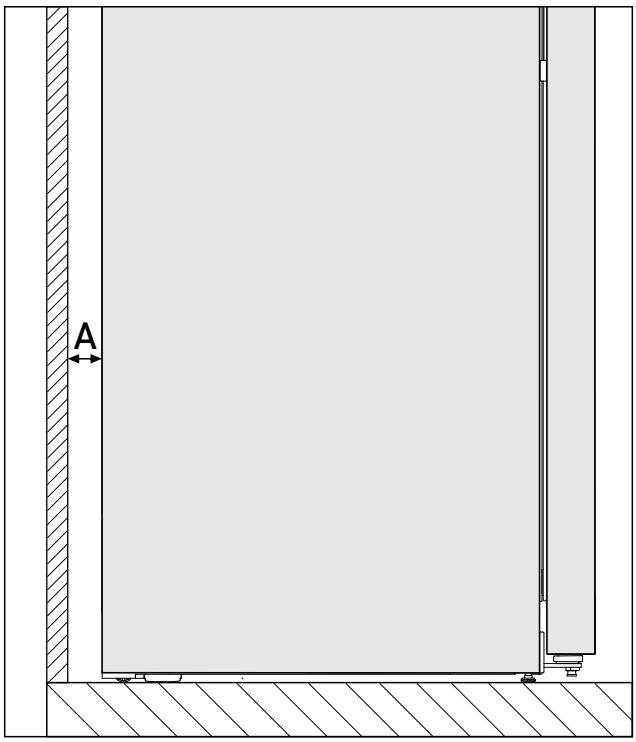

*Fig. 2 **
Consumul de energie a fost determinat cu o distanță față de pereți *Fig. 2 (A)* între partea posterioară a aparatului și perete. Dacă distanța față de perete este mai mică de *Fig. 2 (A)*, acest lucru nu are nicio influență asupra funcționalității aparatului, însă se mărește nesemnificativ la o distanță față de pereți mai redusă a consumului de energie.*